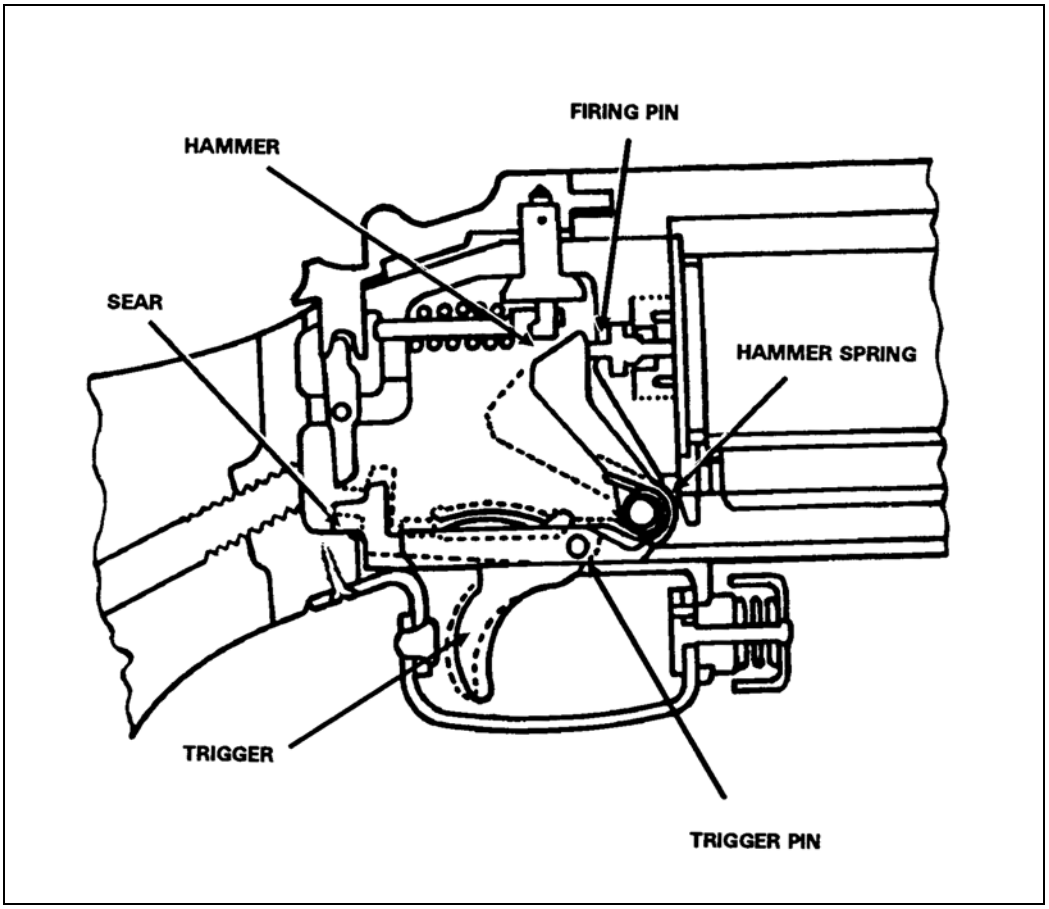

Figure A-18. Firing the weapon.
h. **Firing**. As you pull the trigger rearward, it rotates on the trigger pin. The rear of the trigger lifts the rear of the sear, causing the nose of the sear to disengage from the sear notch in the hammer. This releases the spring-driven hammer, which strikes the firing pin and drives it forward to strike the primer of the cartridge. When you release the trigger, the hammer settles back slightly, allowing the firing pin spring to withdraw the pin from the face of the retainer (Figure A-18.).